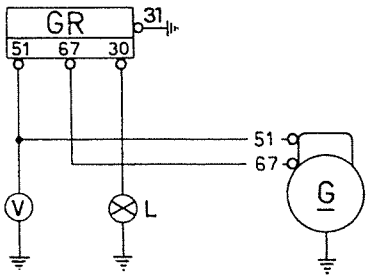

Abb. 341 - Schaltbild für die Kontrolle der Schliess-Spannung des Rückstromschalters.
1.1. Verbindungen laut Schaltbild der Abbildung 341 ausführen.